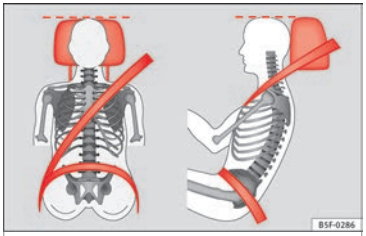

Fig. 96 Apoyacabezas ajustado correctamente visto de frente y lateralmente.
– Ajuste el apoyacabezas de modo que el borde superior quede, en la medida de lo posible, a la altura de la parte superior de la cabeza, como mínimo a la altura de los ojos ››› **fig. 96**.